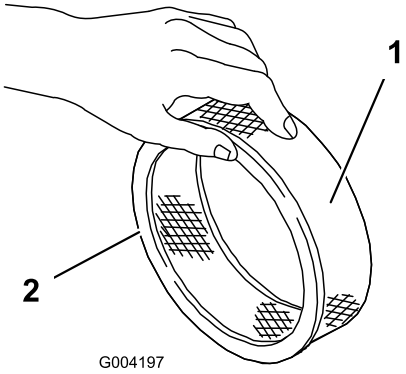

Rysunek 45
5. Sprawdź filtr papierowy pod kątem rozdarć, warstwy oleju i uszkodzenia gumowej uszczelki (Rysunek 45).
1. Ostrożnie wsuń piankowy filtr wstępny na wkład papierowy (Rysunek 45).